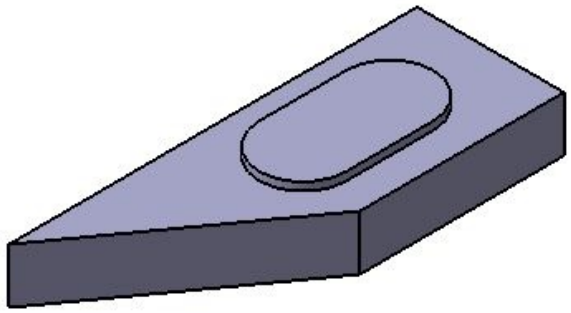

Figure 5-73 *Solid model after creating the second feature*
4. Set **3** in the **Length** spinner and then choose the **OK** button from the dialog box to create the feature, as shown in Figure 5-73.